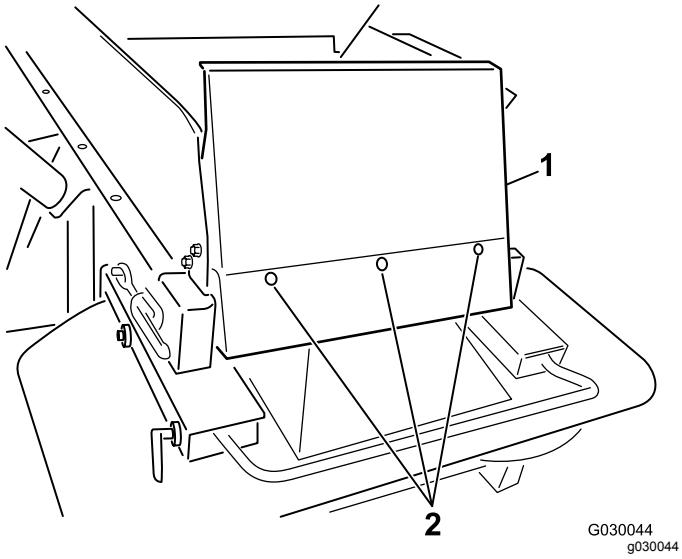

**Figur 7**
6. Installer beholdervernet med de medfølgende boltene med halvrundt hode (1/4 x 5/8 tomme) og nylonlåsemutrene (Figur 7).